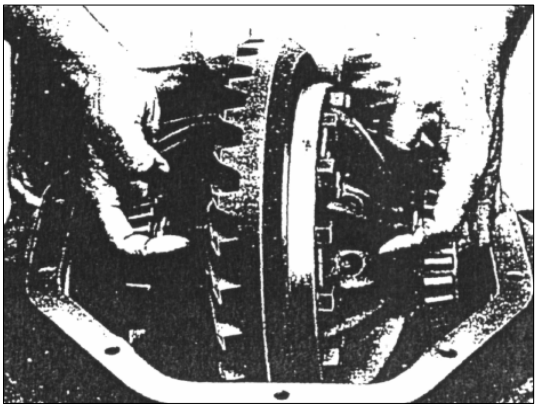

РИС. 316
6) Ослабьте контргайку упорного винта, открутите и снимите упорный винт. Вытащите ведомую шестерню главной передачи с подшипниками (см. рис. 316).